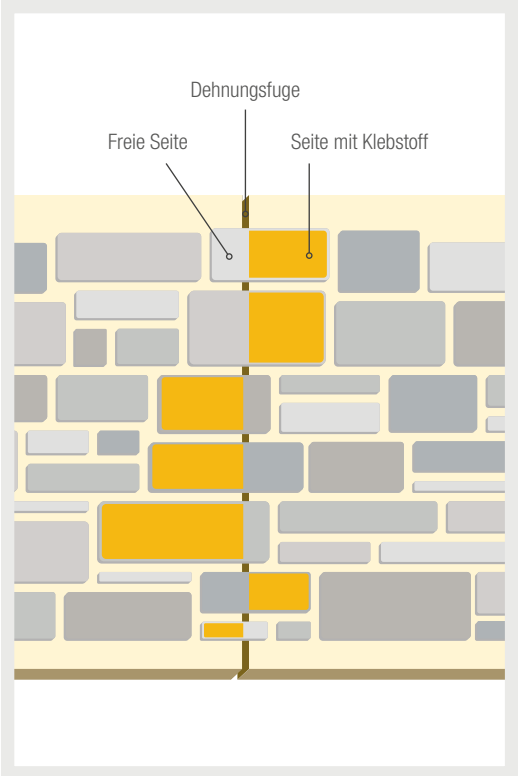

Abb. 22
- **Die Dehnungsfugen frei lassen** und die Steine bis in die unmittelbare Nähe verlegen. Falls es notwendig sein sollte die Dehnungsfugen zu verblenden, muss folgendermaßen vorgegangen werden: den Stein nur an einer Seite der Dehnungsfuge ankleben (natürlich der mit der größeren Auflagefläche) und die andere Seite frei von Kleber lassen. So folgt die Dehnungsfuge der Form der Steine und wird unsichtbar nach Vollendung der Verfugung. Bei einem eventuellen Abbruch des Mörtels kann er durch ein einfaches Austauschen des Mörtels wieder instand gesetzt werden (**Abb. 22**).